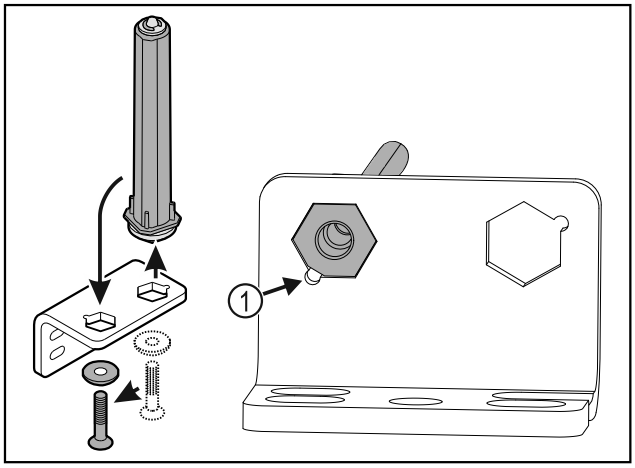

Fig. 35
▶ Observar que, al colocar, el bisel del perno *Fig. 35 (1)* apunte hacia el agujero redondo.